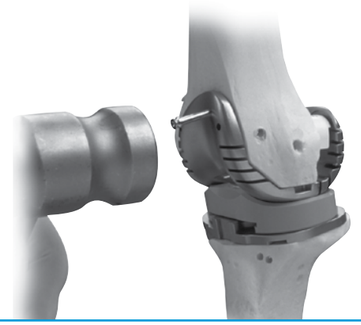

Fig. 34
- When both the flexion and extension gaps are balanced, and the limb alignment and joint line are accurate, pin the Femoral Provisional/Cutting Guide anteriorly using the Short-head Holding Pins **(Fig. 34)**.